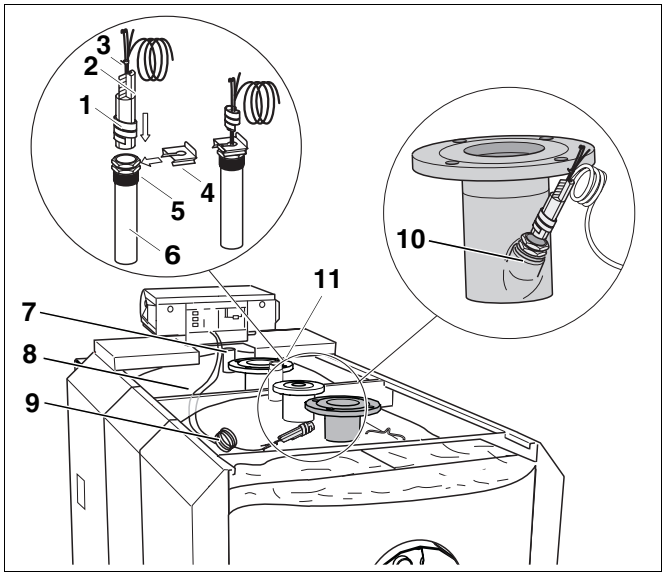

Rys. 38 Montaż zestawu czujników temperatury
- Poprowadzić rurki kapilarne i przewód czujnika (rys. 38, **poz. 9**) do punktu pomiarowego (rys. 38, **poz. 10**) na przewodzie zasilającym kotła grzewczego.
- Niepotrzebny odcinek rurek kapilarnych i przewodu czujnika (rys. 38, **poz. 9**) zwinąć razem i ułożyć na izolacji termicznej korpusu kotła (rys. 38, **poz. 8**).
- Poprowadzić kabel palnika przez przelotkę w przedniej pokrywie kotła (rys. 38, **poz. 7**).
- Wsunąć do oporu sprężynę kompensującą (rys. 38, **poz. 2**) z pakietem czujników temperatury (rys. 38, **poz. 3**) do tulei zanurzeniowej (rys. 38, **poz. 6**).
Przy wkładaniu pakietu czujników temperatury (rys. 38, **poz. 3**) do tulei zanurzeniowej (rys. 38, **poz. 6**) spirala z tworzywa sztucznego (rys. 38, **poz. 1**) przesuwa się automatycznie do tyłu.
- Wsunąć zapinkę zabezpieczającą czujniki (rys. 38, **poz. 4**) z boku na główkę tulei zanurzeniowej (rys. 38, **poz. 5**).
- Osadzić kompletny pakiet czujników sterownika Logamatic 4212 w punkcie pomiarowym na zasilaniu z kotła grzewczego (rys. 38, **poz. 10**).
- Zamocować czujnik modułu ZM 427 na powrocie do kotła grzewczego (rys. 38, **poz. 11**).